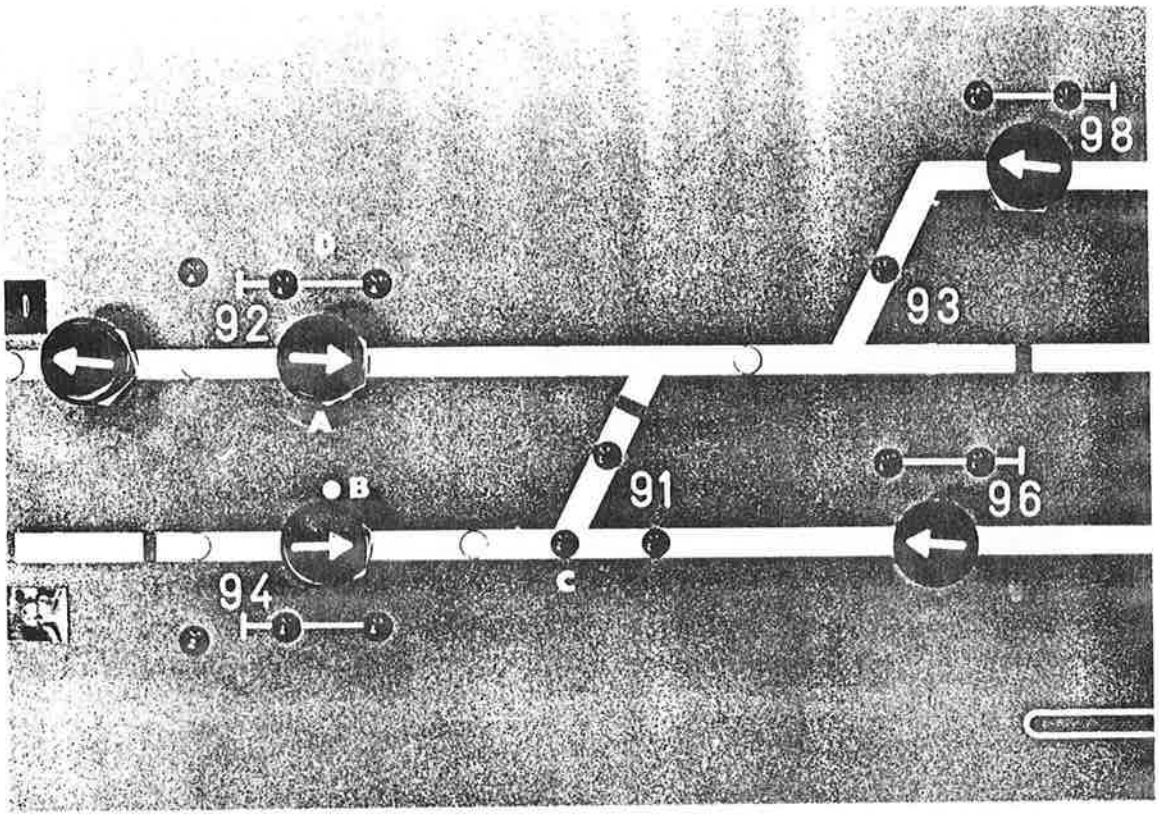

afb. 2
2. "Vereenvoudigde" bedieningstoestellen met keuzeknoppen, seinknoppen en wisselsignalering d.m.v. lampjes. (V-NX) (afb. 2).